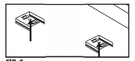

FIG. 8 FIG. 9
2. Remove light bars from bar mounting clips to expose the screw holes. (See **FIG. 8**) **NOTE:** Skip this step for wire clips as the screw hole is already exposed.